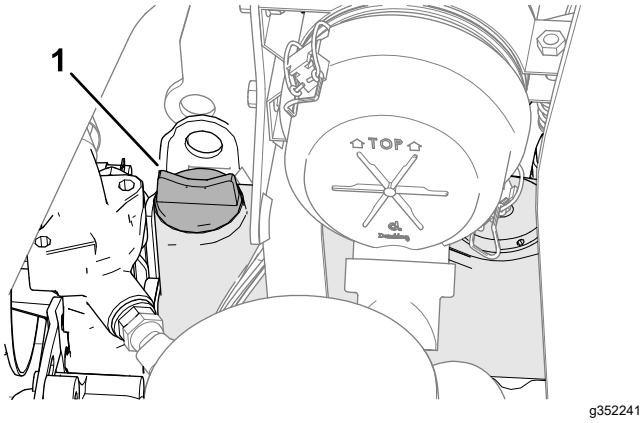

**Figur 64**
5. Om oljenivån är låg tar du bort oljepåfyllningslocket (Figur 64) och tillsätter gradvis små mängder olja samtidigt som du kontrollerar att nivån når FULL på oljestickan.